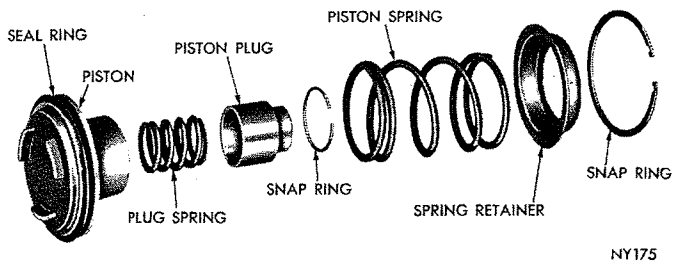
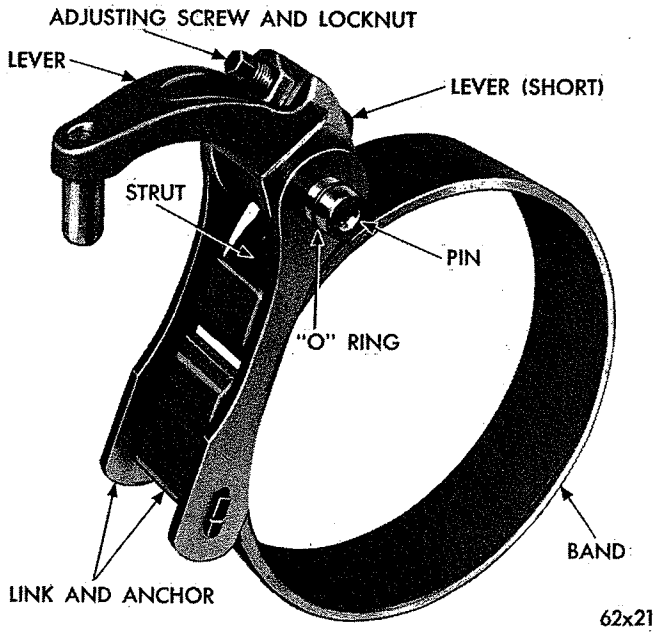

*Fig. 104—Low and Reverse Servo—Disassembled*
*Fig. 106—Low-Reverse Band and Linkage*
(1) Remove snap ring from piston and remove the piston plug and spring (Fig. 104).
(1) Carefully work servo piston assembly into the case with a twisting motion. Place spring, retainer and snap ring over the piston (Fig. 104).
(2) Compress low and reverse servo piston spring by using engine valve spring compressor Tool C-3422, then install snap ring.
(3) Position rear band in the case, install short strut, then connect long link and anchor to the band (Fig. 106). Screw in band adjuster just enough to hold strut in place. Install low-reverse drum.